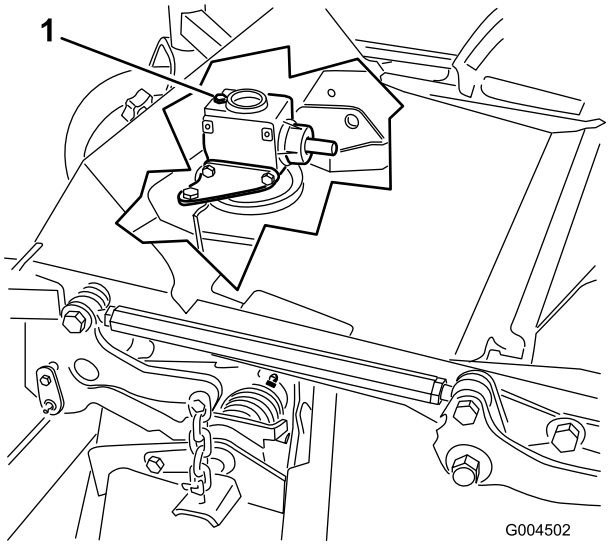

Figur 40
6. Fjern målepinden/påfyldningsproppen, der sidder oven på gearkassen (Figur 40), og kontroller, at oliestanden står mellem mærkerne på målepinden.
6. Fjern målepinden/påfyldningsproppen, der sidder oven på gearkassen (Figur 40).